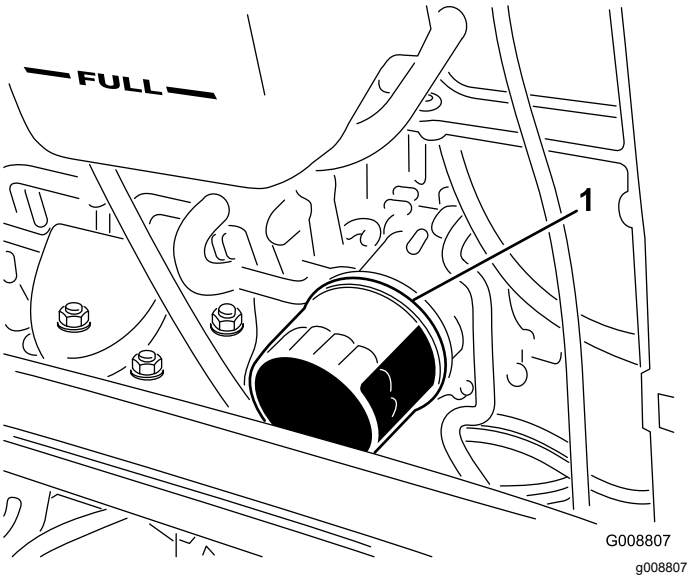

Figura 90
4. Retire o filtro do óleo (Figura 90).